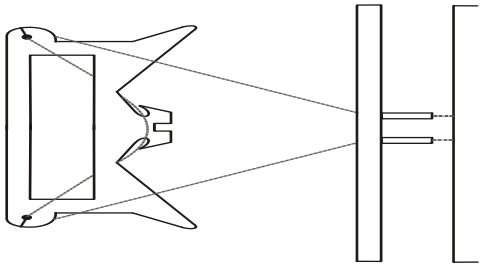

Fig. 1 Befestigung des Handgriffs 1
- Handgriff 1 gemäß Fig. 1 mittig in die Schlaufe einsetzen